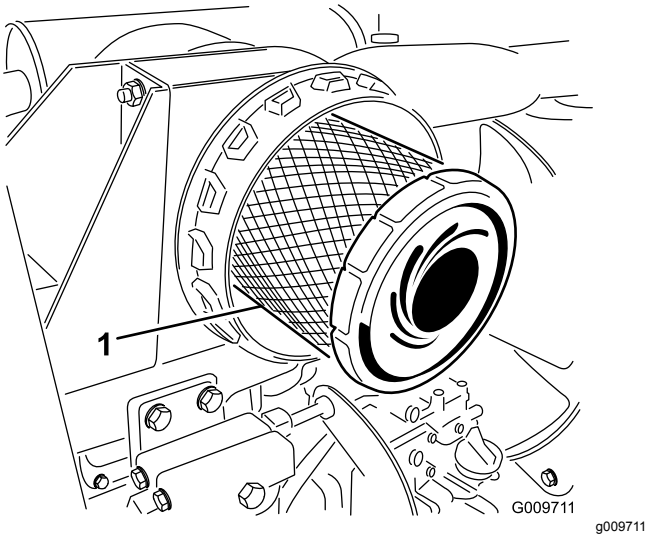

Figur 56
4. Ta ut og skift det primære filteret (Figur 56).